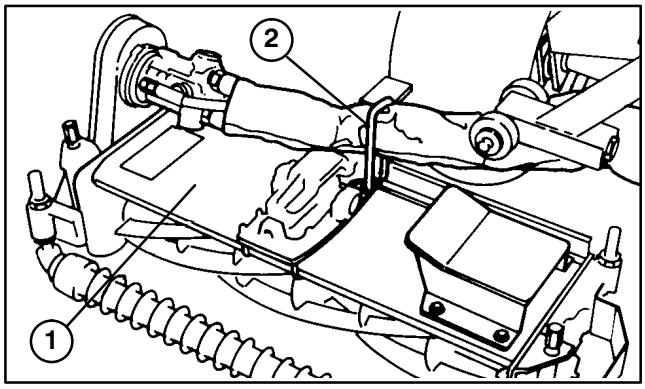

Figure 14
6. Using one of the rear ''U'' bolts and nuts securing mounting kits to cutting units #2 and #3, mount a hose bracket to each cutting unit as shown in fig. 14.